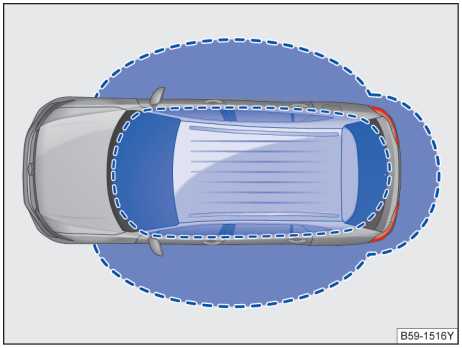
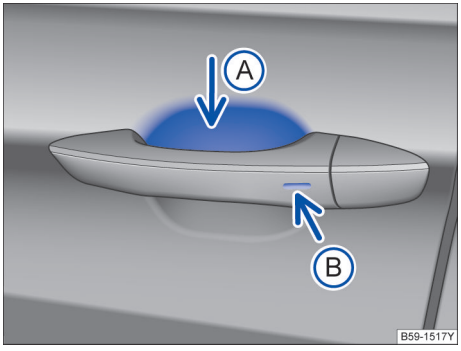

图 52 无钥匙进入闭锁/启动系统：工作范围
图 53 无钥匙系统 Kessy：车门拉手上的传感区
Kessy 是一种无钥匙系统，它可以实现在不操作遥控钥匙的情况下解锁或锁止汽车。操作者只需随身携带一把有效遥控钥匙，并处于车门或行李厢盖的有效感应区域内→ 图 52，同时触摸车门拉手上的传感区之一 →图 53 或按压行李厢盖上的按钮即可实现。
如果有一把有效遥控钥匙在有效感应区域内→ 图 52，则无钥匙系统 Kessy 会将访问权限授予该钥匙。紧接着可以在不主动操作遥控钥匙的情况下执行以下功能：
– 触摸在驾驶员或副驾驶员车门拉手内侧的传感区 →图 53（箭头 Ⓐ）。
– 触摸车门拉手上的传感区 →图 53（箭头 Ⓑ）一次。汽车锁止。
如果汽车已锁止并且一把有效汽车钥匙位于行李厢盖的接近范围内→ 图 52，行李厢盖在通过把手按钮打开时会自动解锁。
– 要**便捷关闭**所有电动车窗和天窗，请用手指按住车门拉手上的传感区→ 图 53Ⓑ几秒钟。
– 松开传感区→ 图 53 Ⓑ 即可中断该功能。如果在松开车门拉手上的传感区→ 图 53 Ⓑ 后立即将手放入 Ⓐ 内，则所有车窗停在原位置（安全功能）⚠ → 第 74 页。